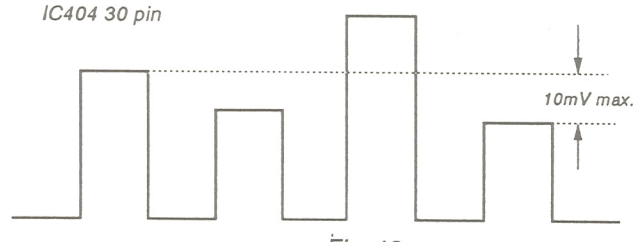

Fig. 13
4) Using [NTSC CHROMA NORMAL], adjust so that the tops of the waveform line up as in the diagram below. (Fig. 13)